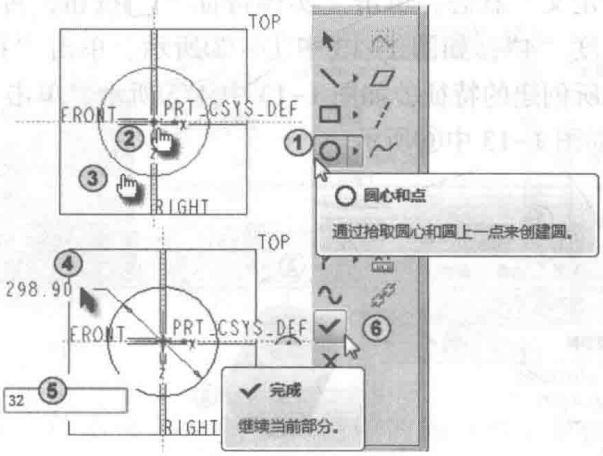

图 1-10　绘制草图
定义草图的方法有两种：一种是选择已有草图作为特征的截面草图，另一种是创建新的草图作为特征截面草图。如图 1-10 所示为采用第二种方法。
单击屏幕右侧工具栏中的“圆心和点”按钮，如图 1-10 中①所示。在工作区，单击鼠标左键来确定位置，即确定圆心，如图 1-10 中②所示。移动鼠标，然后再单击确定圆的大小，如图 1-10 中③所示。单击鼠标中键中止当前操作或退出当前命令，结束圆的绘制。
系统自动标注的几何尺寸，称为弱尺寸。弱尺寸是指由系统自动建立的尺寸，默认显示为灰色。系统添加新的尺寸时，可以在没有用户确认的情况下自动删除该尺寸或改变它们。选中要修改的尺寸并双击，如图 1-10 中④所示。系统弹出尺寸修正框，在其中从键盘上输入新的尺寸值“32”，如图 1-10 中⑤所示，按〈Enter〉键完成修改。该弱尺寸转换为强尺寸，默认显示为红色。强尺寸是指系统不能自动删除的尺寸。用户创建的均是强尺寸，如果几个强尺寸发生冲突，系统会要求删除其中一个。将符合设计意图的弱尺寸转换为强尺寸是一个好的操作习惯。
单击屏幕右侧工具栏中的“完成”✔按钮，如图 1-10 中⑥所示。完成草图绘制。